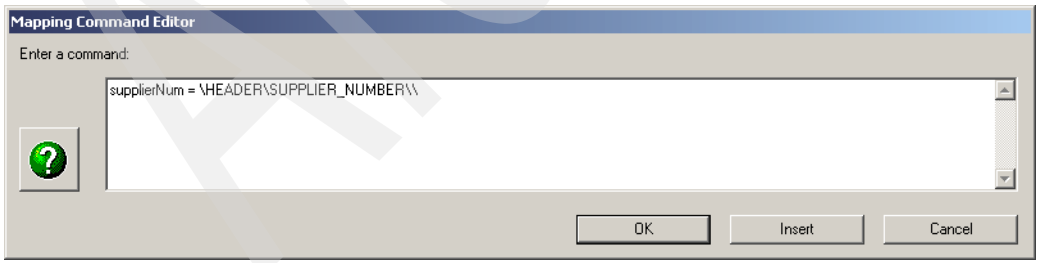

Figure 15-38 Mapping Command Editor
6. Select **SUPPLIER_NUMBER** from the Source Document Definition window and drag it over the expression value displayed in the Mapping Command Editor Figure 15-38). Click **OK** to complete the command.